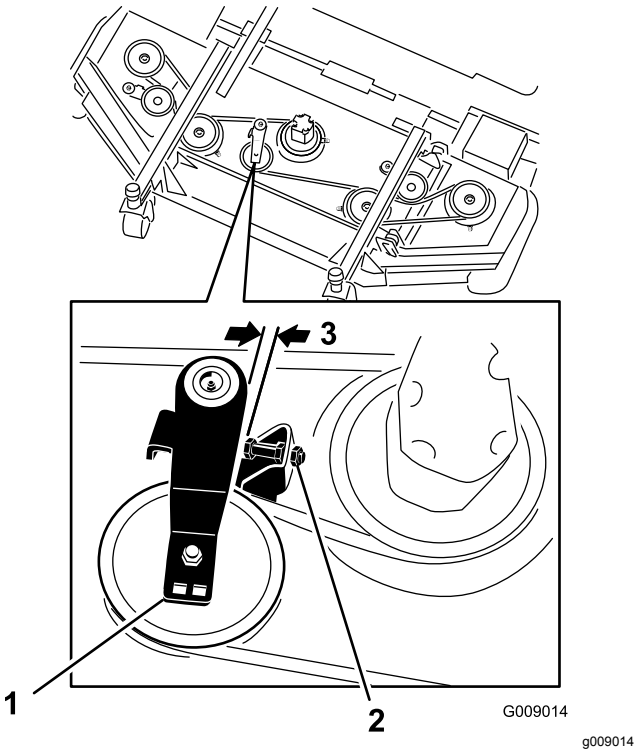

Figur 127
3. På frontskjoldet, midterposition, løsnes kontramøtrikkerne på styreremskivens stopskrue, og stopskruen skrues ind i beslaget (Figur 127).
4. Brug en skraldenøgle eller et lignende stykke værktøj til at flytte hver af de sidemonterede skjoldes remskiver væk fra drivremmen for derved at løsne remspændingen og lade remmen glide af de sidemonterede skjoldes remskiver (Figur 127).